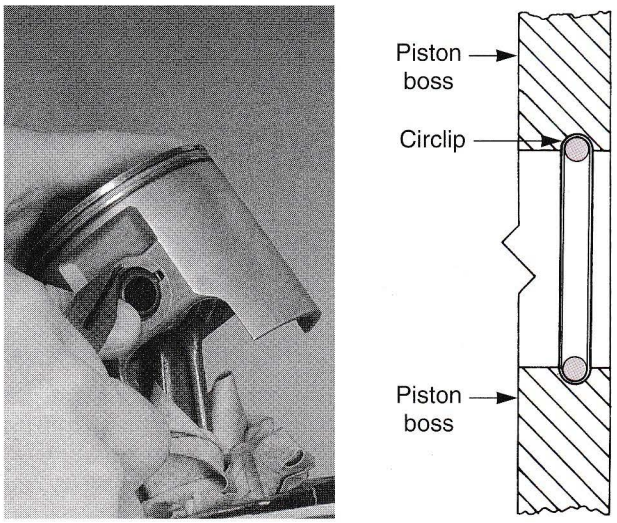

Figure 19-44. Piston pin circlips are installed with needle nose pliers. Make sure the circlip is fully seated.
4. Check that circlips are installed and seated properly, **Figure 19-44.**